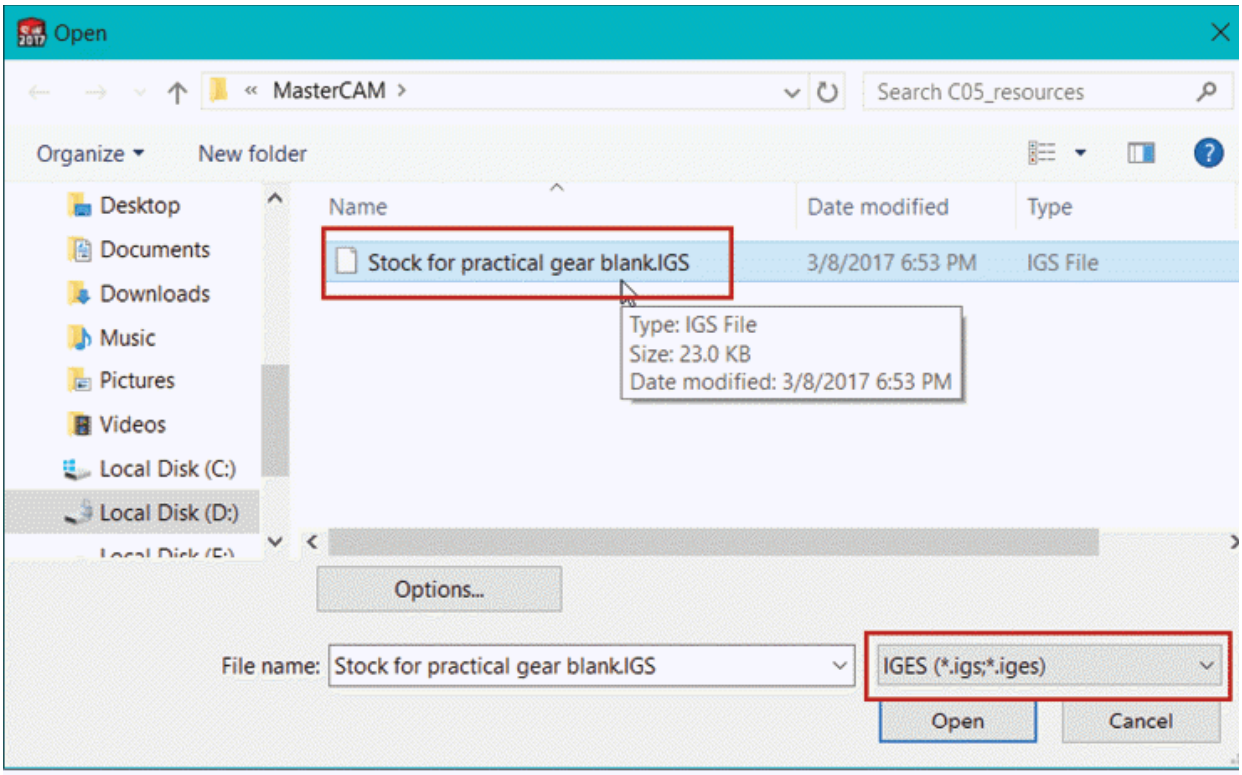

Figure-31. Open dialog box for imported files
- Select the **IGES** format from the **File Type** drop-down and select the stock for practical gear blank file from book resources; refer to Figure-31.